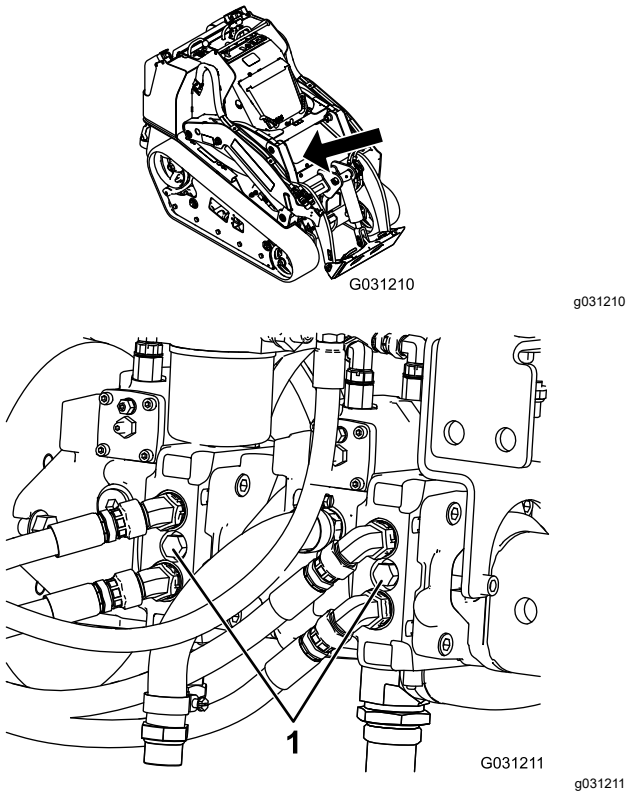

**Figur 26**
4. Använd en skiftnyckel och vrid bogserventilerna på hydraulpumparna två varv moturs (Figur 26).